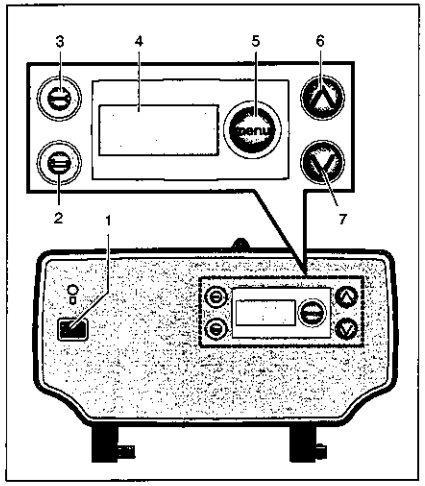
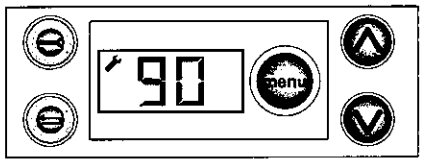
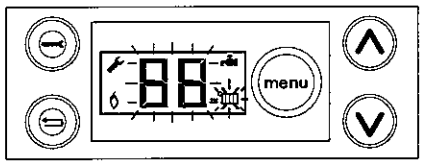

afb. 19 DBA
afb. 20 DBA met schroefsleutel in servicebedrijf
afb. 21 DBA - menu-instellingen
Door de netschakelaar te bedienen (afb. 19, **pos. 1**), kan de netstroomvoorziening van het toestel worden in- en uitgeschakeld.
Als er door een knipperende storing op het display een storingscode wordt getoond, is het mogelijk door middel van de resettoets (afb. 19, **pos. 2**) het toestel te herstarten.
Door de servicetoets (afb. 19, **pos. 3**) te bedienen, gaat de cv-ketel in servicebedrijf draaien (afb. 20).
Het display (afb. 19, **pos. 4**) geeft alle instellingen en foutcodes weer (afb. 21).
De instelling van de cv-ketel kan op de DBA door middel van de menutoets, de -toets en de -toets (afb. 19, **pos. 5**, **6** en **7**) en het display worden doorgebladerd. Zie menu 3: "Instellingen" op pagina 25.